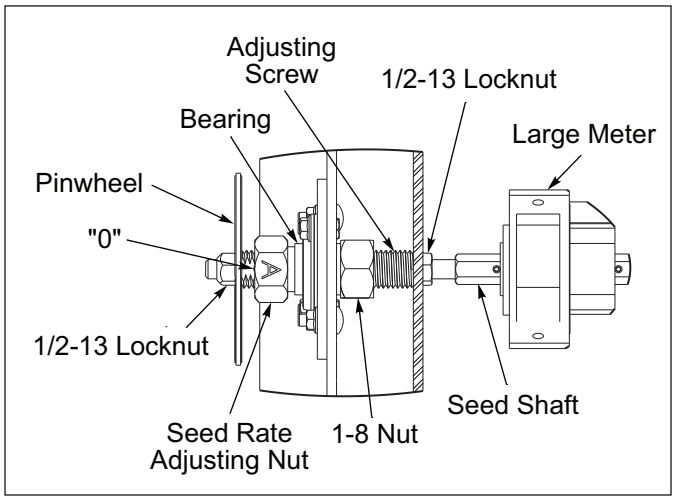

Figure 4-17: Large Meter Seed Box Rate Adjuster
2. **Large Meter Box:** 1/2-13 Locknuts on both ends of the Adjusting Screw are used to adjust all Seed Meters the same amount. **See Figure 4-17.** To adjust Seed Meters to be closed at “0A”, loosen 1/2-13 Locknuts and set Adjusting Screw to “0A”. Slide Seed Shaft to close all Seed Meters. Tighten 1/2-13 Locknuts against Adjusting Screw. *Once adjusted **DO NOT** loosen or adjust the 1/2-13 Locknuts.*